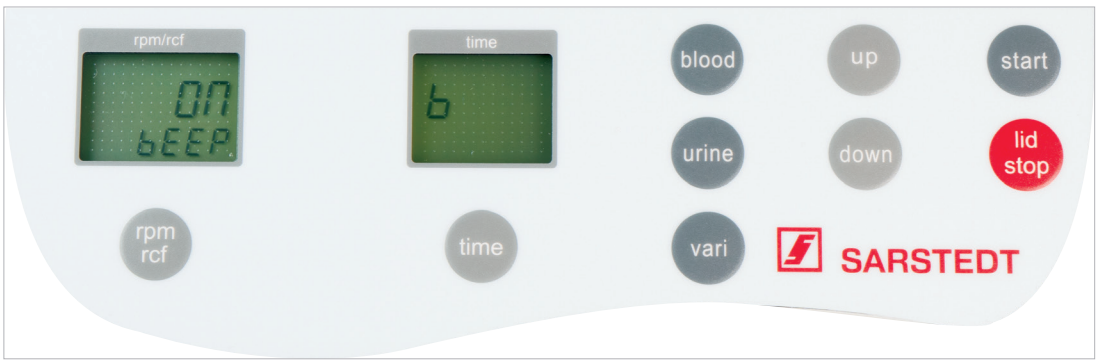

Abbildung 5
Öffnen Sie wie unter Punkt 1.8.1 beschrieben das Menü „Grundeinstellungen“. Danach drücken Sie die Taste „time“ (3). Im Anzeigenfeld „time“ (A-2) blinkt der aktuell angewählte Menüpunkt. Wählen Sie nun mit den Tasten „up“ (7) und „down“ (7) den Buchstaben „b“. Daraufhin erscheint im Anzeigenfeld „rpm/rcf“ (A-1) der Schriftzug „ON/BEEP“. Nachdem Sie die Taste „rpm/rcf“ (2) gedrückt haben, kann mit den Tasten „up“ (7) und „down“ (7) der Tastenton ein (On) oder ausgeschaltet (Off) werden (siehe Abbildung 5).